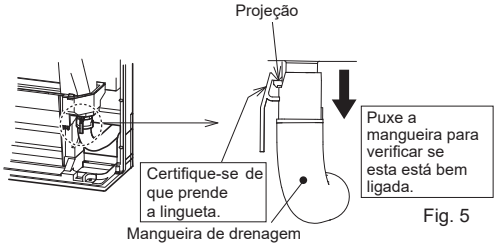

Fig. 5
- Insira a mangueira de drenagem completamente até à base do reservatório de drenagem (ligação final). (Fig. 5) Certifique-se de que a lingueta da mangueira de drenagem está bem engatada na projeção do orifício no reservatório de drenagem.